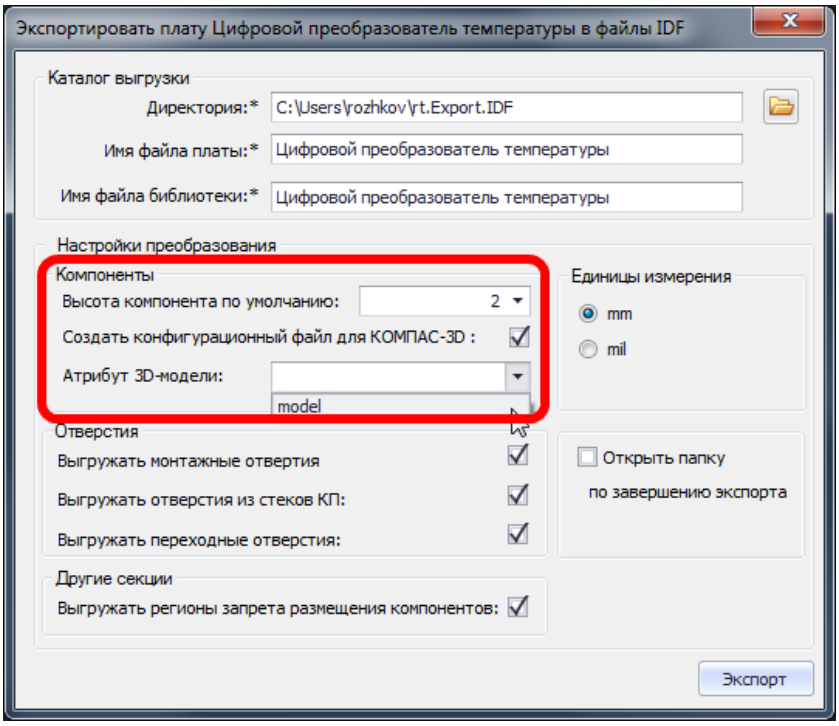

Рис. 385. Настройки экспорта idf
3. В отобразившемся на экране окне указать настройки экспорта, см. Рис. 385.